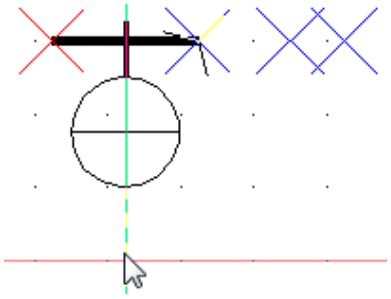

Bild 28.48 – Wahl des Einfügepunktes für Gerätekennzeichen
- Klicken Sie in der Zeichnung auf die Stelle, an der das Gerätekennzeichen platziert werden soll. Üblich ist ein Punkt auf der Datenpunktlinie knapp unterhalb des Hauptsymbols (Abb. 28.48).